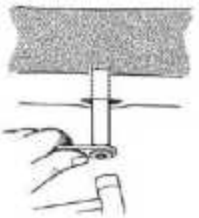

Figura 4: Guía de tornillo enganchada en la corteza el hueso.
3. Usando una presión suave para mantener la guía del tornillo en contacto con la corteza, retire el trocar y con un martillo, golpee ligeramente la guía del tornillo para enganchar su extremo distal en la corteza (Figura 4).